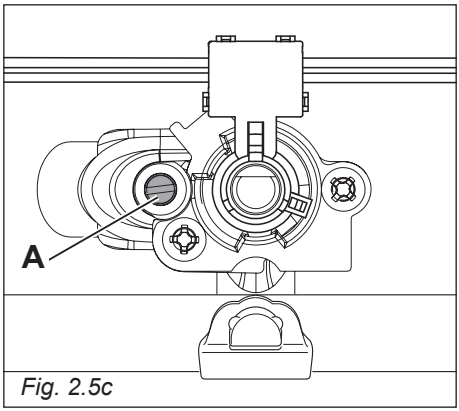

Fig. 2.5c
- With a thin screwdriver turn the screw “**A**” until adjustment is correct (fig. 2.5c).